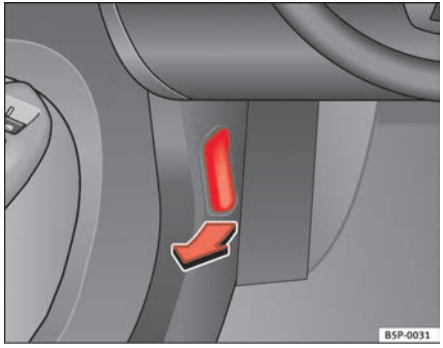

Fig. 160 Detail of foot-well area on driver's side: lever for unlocking the bonnet.
– To release the bonnet, pull the lever under the dashboard ⇒ fig. 160 in the direction indicated (arrow). The bonnet will be released by a spring action ⇒ ⚠.